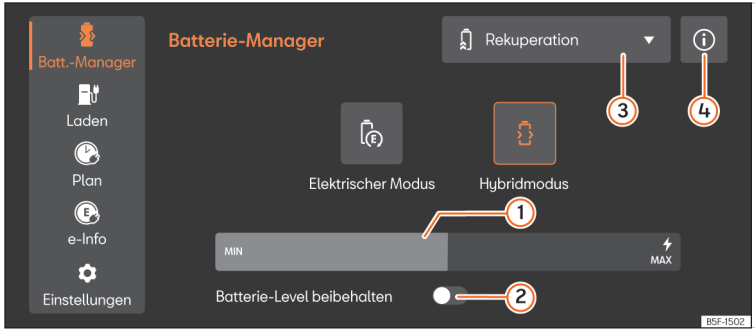

Abb. 121 Im Infotainment-System: Menü Batterie-Manager
- Wählen Sie im Infotainment-System **Elektrischer Betriebsmodus** oder **Hybrid-Modus**. Weitere Informationen zu dem Betriebsmodus finden Sie in ⓘ ››› (Abb. 121) ④.
Legende zur ››› (Abb. 121):